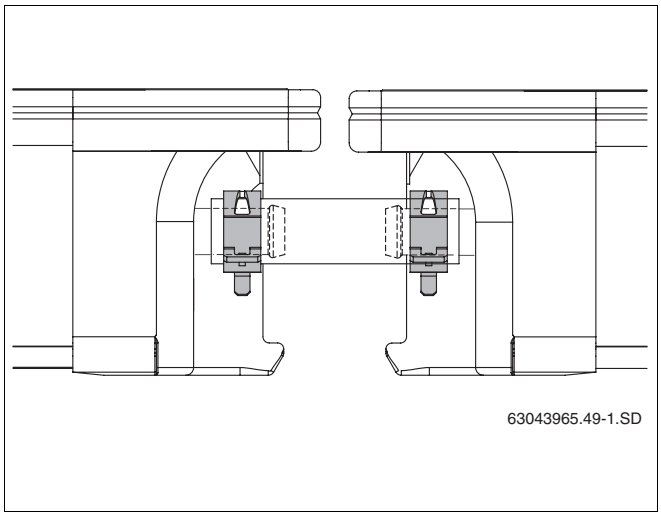

Abb. 28 Solarschlauch mit gesicherten Federbandschellen
- Sichern Sie jeden Solarschlauch am Kollektoranschluss mit einer Federbandschelle (Abb. 28).